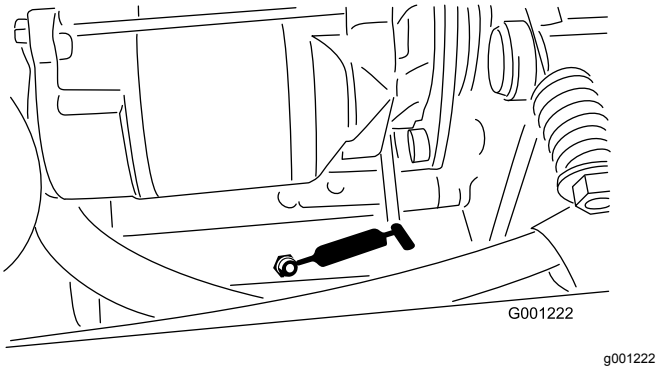

Figur 37
- Kraftuttaksspenningstapp (Figur 37)
- Bakre kraftuttakslager (Figur 37)